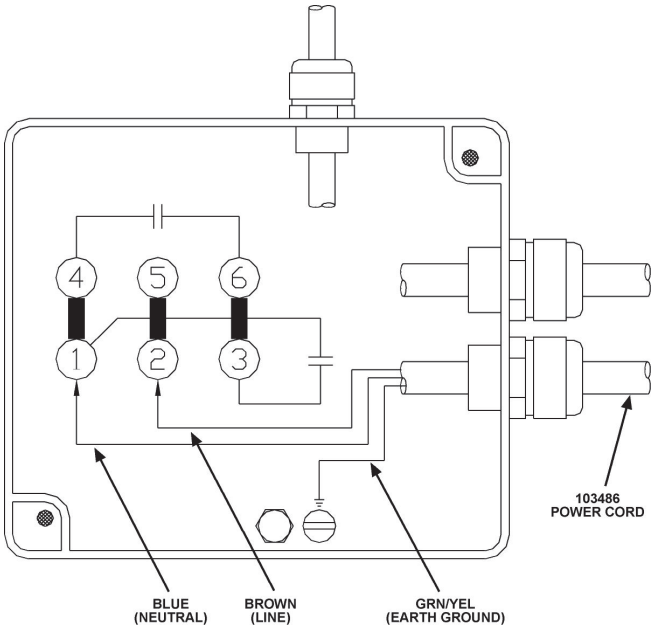

Figure 2: Wiring the Leybold SV25B Vacuum Pump
4. Refer to Figure 2. Locate terminal one and attach the blue wire (neutral) to it. Locate terminal two and attach the brown wire (line) to it. Locate the earth ground terminal off to the side in the terminal box and attach the green with yellow stripe wire (earth ground) to it.